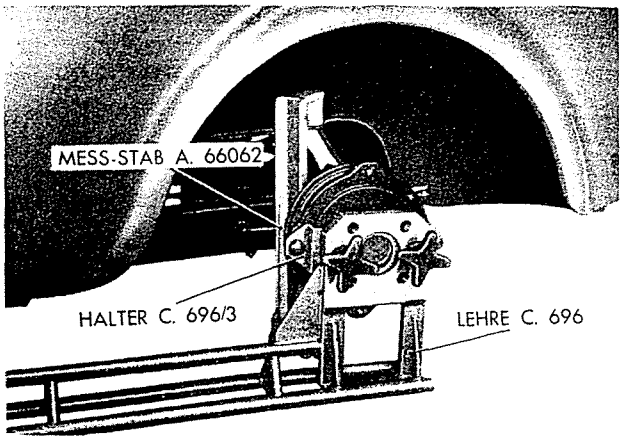

Abb. 260 - Kontrolle der linken Hinterradeinstellung.
(Siehe auch Abb. 260 und 261).
b) Das Werkzeugpaar **A. 66062** zum Zusammendrücken der Hinterfedern und zur Sicherung der Hinterräder in senkrechter Stellung anbringen (Abb. 260).
d) Haltebügel **C. 696/3** an der Bremstrommel befestigen und an ihm dann die Lehre **C. 696** anbringen und durch beide Knebelschrauben sichern (Abb. 260).